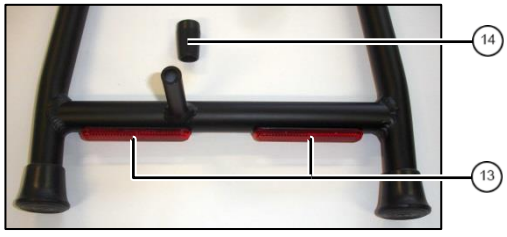

Abb. 3: Reflektoren
5. Reflektoren ⑬ mit „Top“-Markierung nach außen aufkleben (Abb. 3). Ständeranschlag ⑭ anbringen.